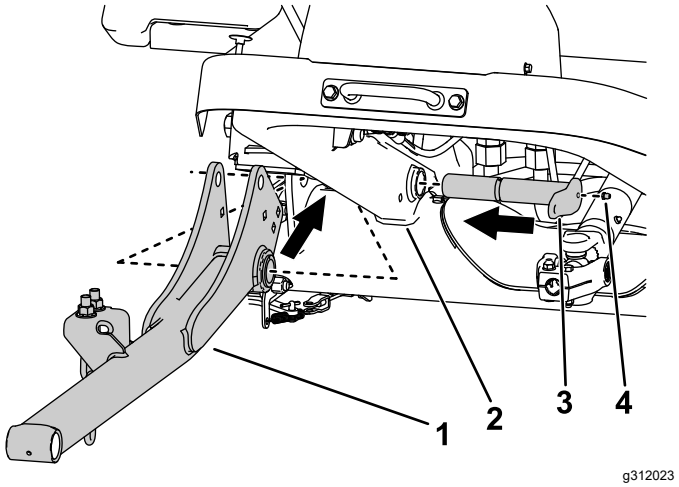

**Figuur 5**
2. Gebruik 2 grote pennen om de hefarmen aan het machineframe te monteren (Figuur 5).
3. Monteer de smeernippels aan de grote pennen (Figuur 5).